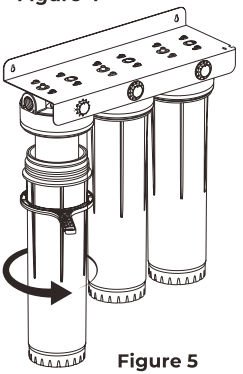

Figure 5
Étape 4 : Serrer fermement le boîtier de filtre (Figure 5)